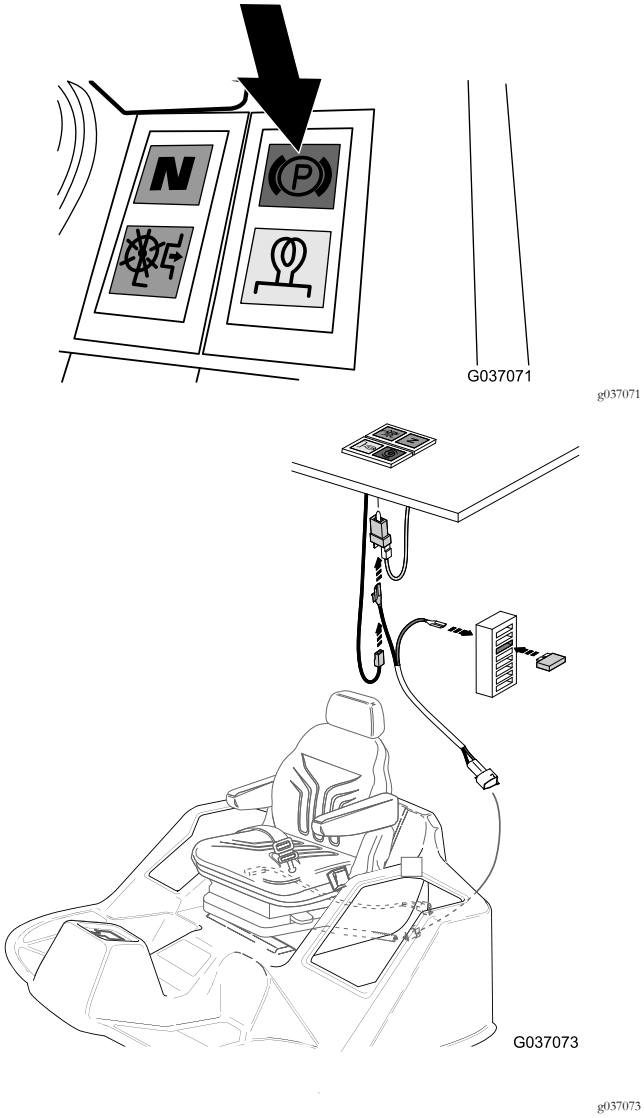
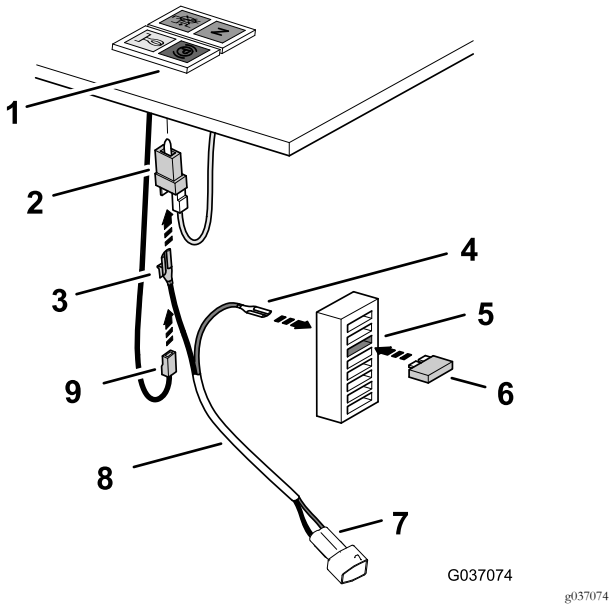

Figur 26
Figur 27
5. Find parkeringslysets stik under kontrolpanelet, og fjern sokkelstikket til den sorte ledning fra parkeringslysets stik (Figur 26).
6. Tilslut sokkelstikket til den sorte ledning, som du fjernede i trin 5, på stiftkabelskoen til piggyback-stikket (sort ledning) på relæets ledningsnet (Figur 26 og Figur 27).
7. Slut piggyback-stikket til stiftkabelskoen på parkeringslysets stik (Figur 27).
8. Bag på sikringsblokken skal du tilslutte sokkelklemmen (rød ledning) fra relæets ledningsnet på sikringsblokkens flade stik ved tredje sikringsplacering fra toppen af blokken (Figur 27).
9. Sæt sikringen (10 A) i tredje sikringsplacering fra toppen af sikringsblokken (Figur 27).